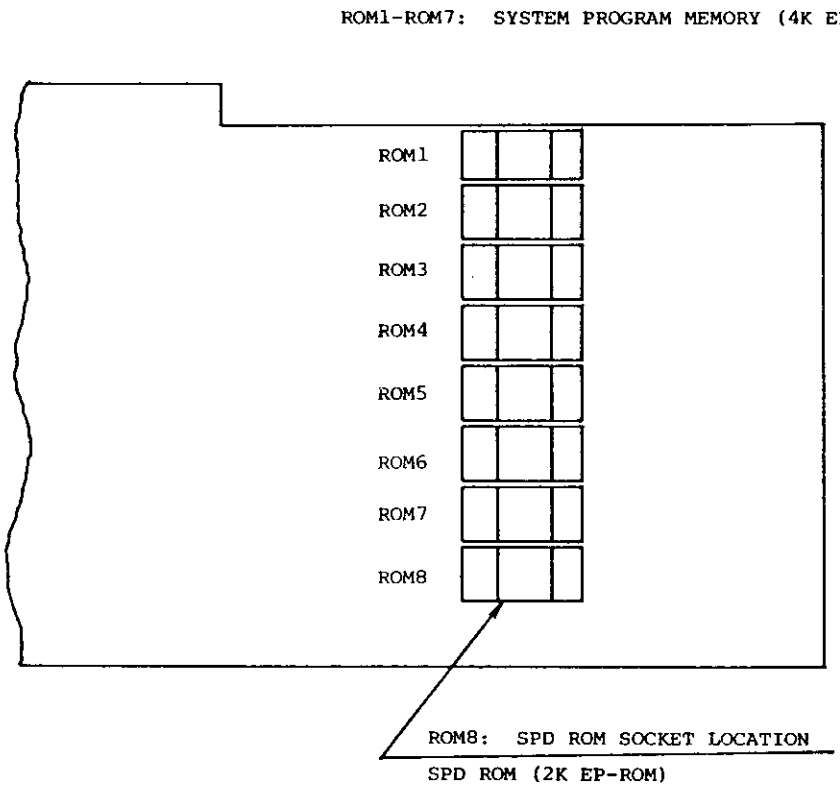

FIGURE 54 Installation on MEM Card
(1) Turn off the system power supply and remove the system MPU, MEM circuit cards.
(2) Refer to ET-2460 Technical Manual Section 3; Part II; TABLE 12, for location of the STJ strapping jack location on the MPU. Connect an STJ strapping jack on jack location D when equipping the SPD.
(3) Referring to FIGURE 54, locate the EPROM socket on the MEM circuit card that accepts the SPD chip. Note the alignment of the I.C. in the socket.